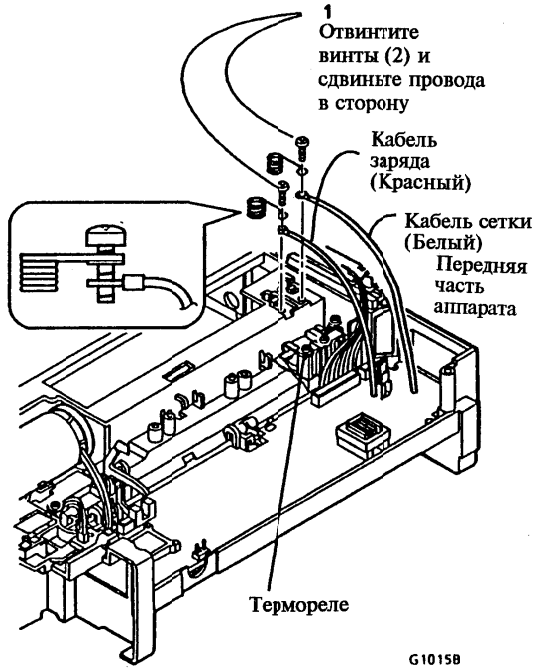

Рисунок 1. Подготовка к снятию термореле (CB1)
2. (Рисунок 1): Подготовьтесь к снятию термореле.